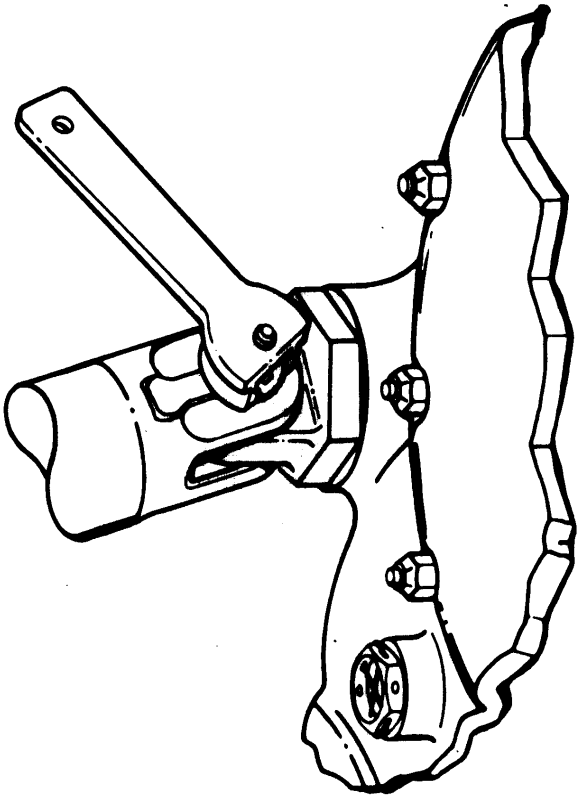

Figure 15. 6796079 Reduction Gear Eyebolt Pin Wrench
x. Swing struts into position with power section fittings. Torque torquemeter housing nuts to 140–170 lb in. (QA)
y. Align clevis bolt holes at the power section fitting by rotating the eccentric eyebolt pin (5, figure 6) using 6796079 reduction gear eyebolt pin wrench. (See figure 15.)